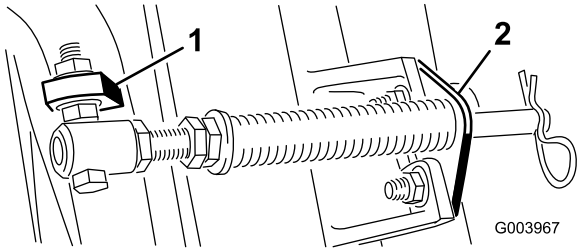

Figuur 6
C. Monteer de bout van de veerbuis aan de andere lip op het draagframe en zet deze vast met de flensmoer. De kop van de bout moet zich bevinden aan de buitenkant van de lip zoals wordt getoond in Figuur 6.
D. Monteer de stangbeugel aan de lippen op het maaidek met de slotbouten en de moeren (Figuur 6).